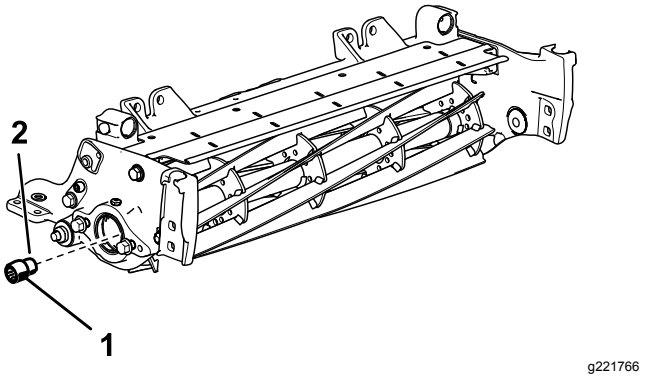

Figur 4
3. Ta bort den räfflade insatsen från båda ändarna av cylinderaxeln med hjälp av verktyget för cylinderdrivningsaxeln (artikelnummer TOR4112 för 12,7-centimeterscylindern och artikelnummer TOR4074 för 17,8-centimeterscylindern). Se Figur 4.